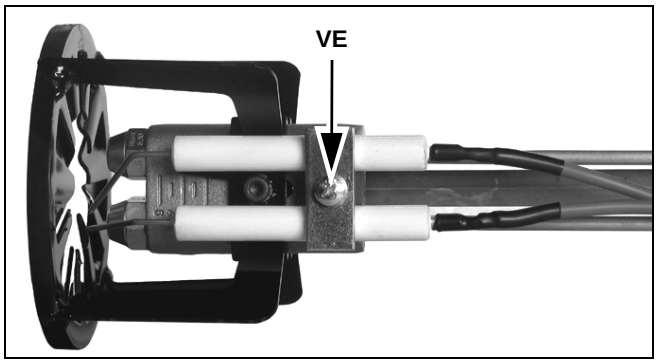
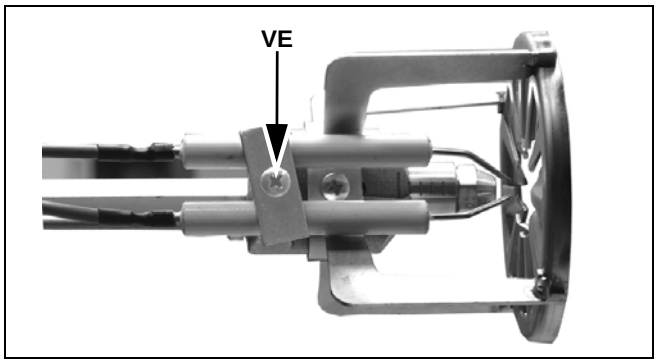

Fig. 47 - **Quemadores de 2 etapas**
Fig. 48 - **Quemadores de 1 etapa**
- Destornillar el tornillo VE y desmontar los electrodos del soporte (Fig. 47 - Fig. 48).